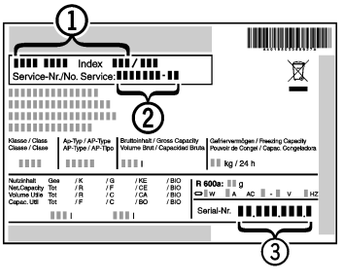

*Fig. 51*
▶ Denominación del aparato *Fig. 51 (1)*, nº del servicio técnico *Fig. 51 (2)* y nº de serie *Fig. 51 (3)* en la placa de identificación. La placa de identificación se encuentra en la parte interior izquierda del aparato.
▶ Informe al servicio postventa e indique el fallo, la denominación del aparato *Fig. 51 (1)*, el nº del servicio técnico *Fig. 51 (2)* y el nº de serie *Fig. 51 (3)* .